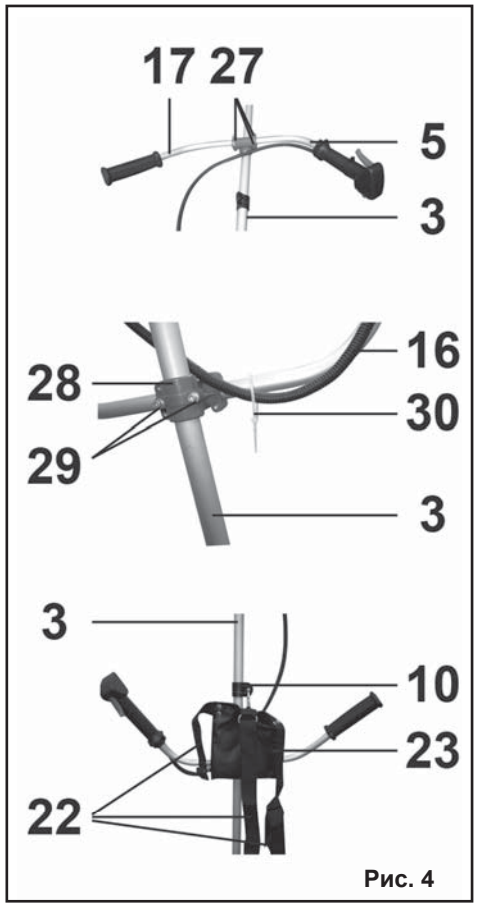

Рис. 4
6.2. Установка ручек и наплечного ремня, Рис.4
6.2.1. Как показано на Рис. 4, установите и четырьмя винтами закрепите рукоятки (5 и 17) в накладке (28).